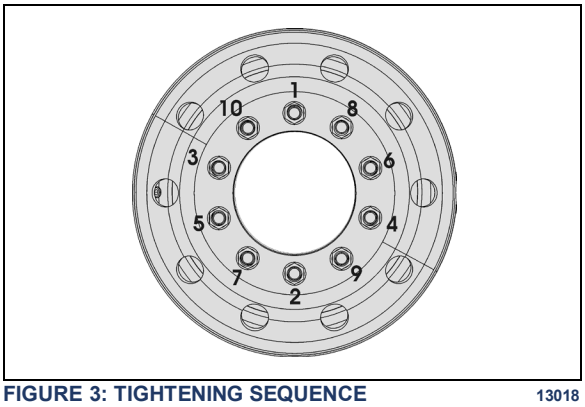

**FIGURE 3: TIGHTENING SEQUENCE** 13018
It is also important that wheel stud nuts be tightened alternately on opposite sides of the wheel. Refer to Figure 3 for the suggested tightening sequence.
Tighten stud nuts progressively as shown in Figure 3. The final tightening should be done with a torque wrench.
2. Screw in the hex stud nuts (refer to Figure 3 for sequence) so that wheel will position itself concentrically with hub. This is important, otherwise wheel may be eccentric with hub and will not run straight. In this initial step, slightly tighten the nuts to correctly position the wheel;
3. Tighten stud nuts progressively as shown in Figure 3. The final tightening should be done with a torque wrench.
With inner and outer wheels installed, tighten the stud nuts progressively as shown in Figure 3. The final tightening should be done with a torque wrench.
Repeat for each of the 10 *"hex stud nuts"* according to the tightening sequence in FIGURE 3.
Using a calibrated torque wrench, tighten wheel nuts. Do not use power tools or long bars for tightening. Tighten wheel nuts alternately as shown in FIGURE 3.